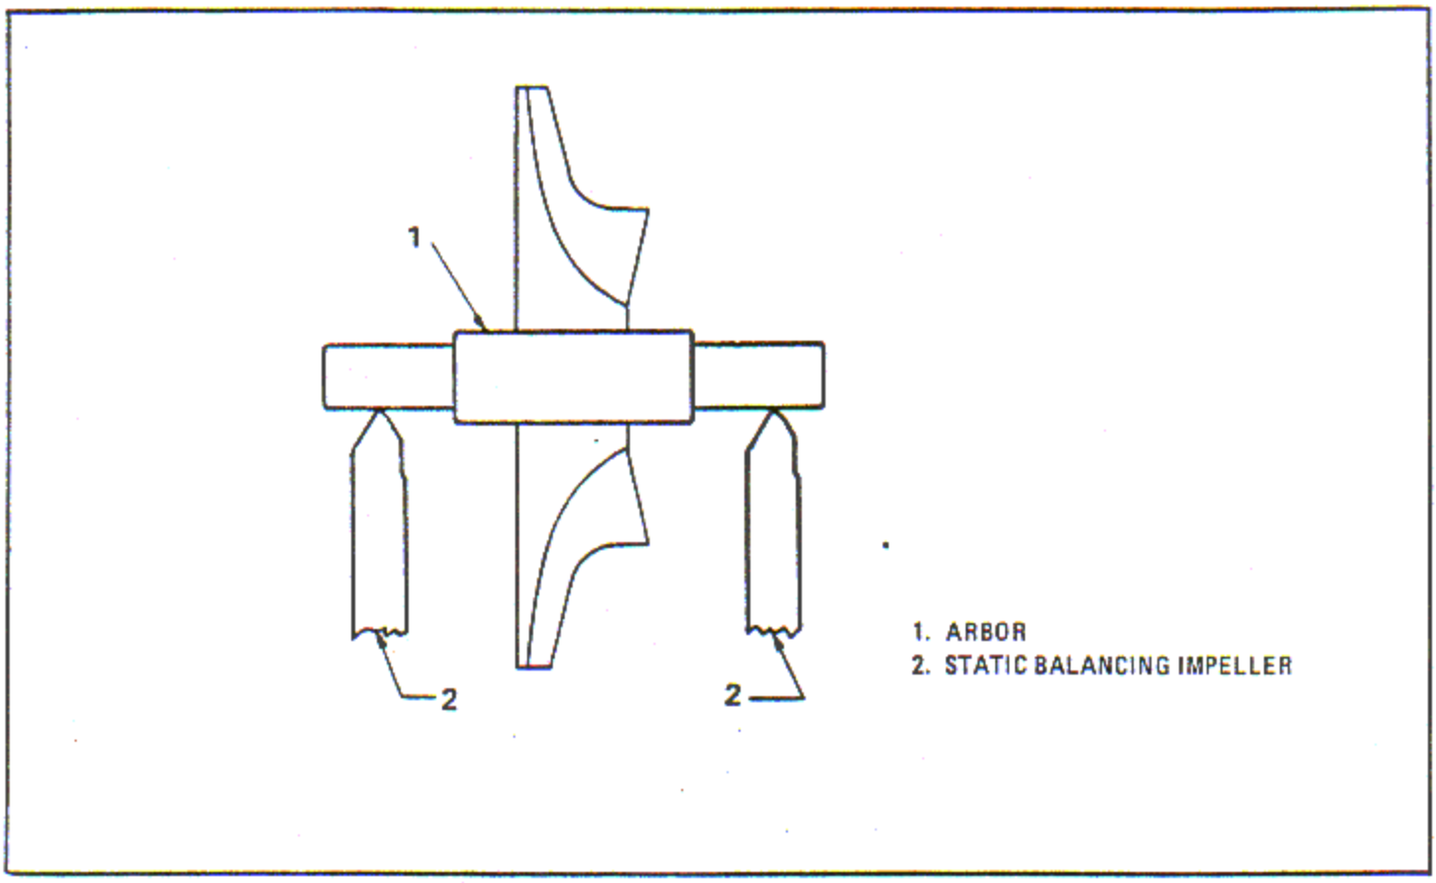

Figure 6-196. Method of Static Balancing the Impeller
b. To balance, insert a suitable arbor in the impeller hub and check static balance on static balancing ways as shown in figure 6-196. Correct unbalance by removing material from the front of the impeller at dimension Q to a minimum of 0.030 inch; at dimension U to a minimum of 0.300 inch; and at dimension S to a maximum of 0.750 inch until residual static unbalance is within 0.16 grams measured at the impeller outside diameter. Use a Gisholt Balancing Machine, (Gisholt Machine Co., Madison 10, Wisconsin) or equivalent.